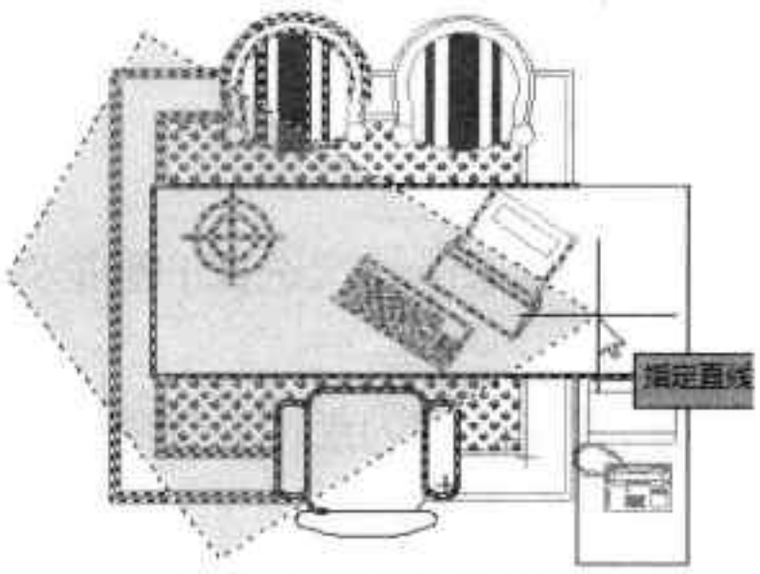

图6-9　圈交选择图形
- 圈交：它与窗交方式相似，是绘制一个不规则的封闭多边形作为交叉窗口来选择图形对象的。完全包围在多边形中的图形与多边形相交的图形将被选中。用户只需在命令行中输入“CP”按回车键，即可进行选取操作，如图6-9、6-10所示。